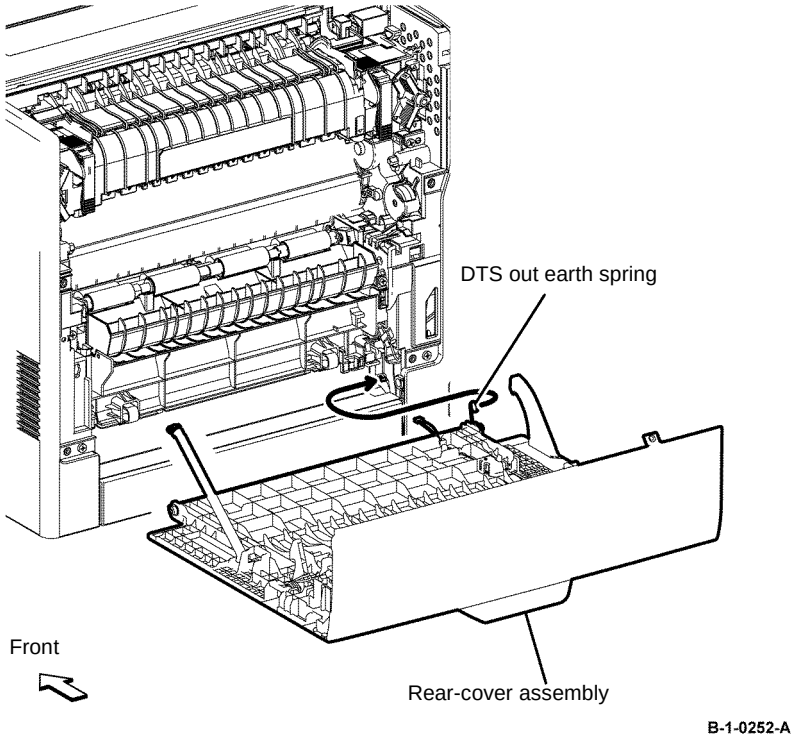

Figure 2 Rear-Cover Assembly Installation
2. When installing the rear-cover assembly, ensure that DTS out earth spring is set in the hook of the printer, Figure 2.